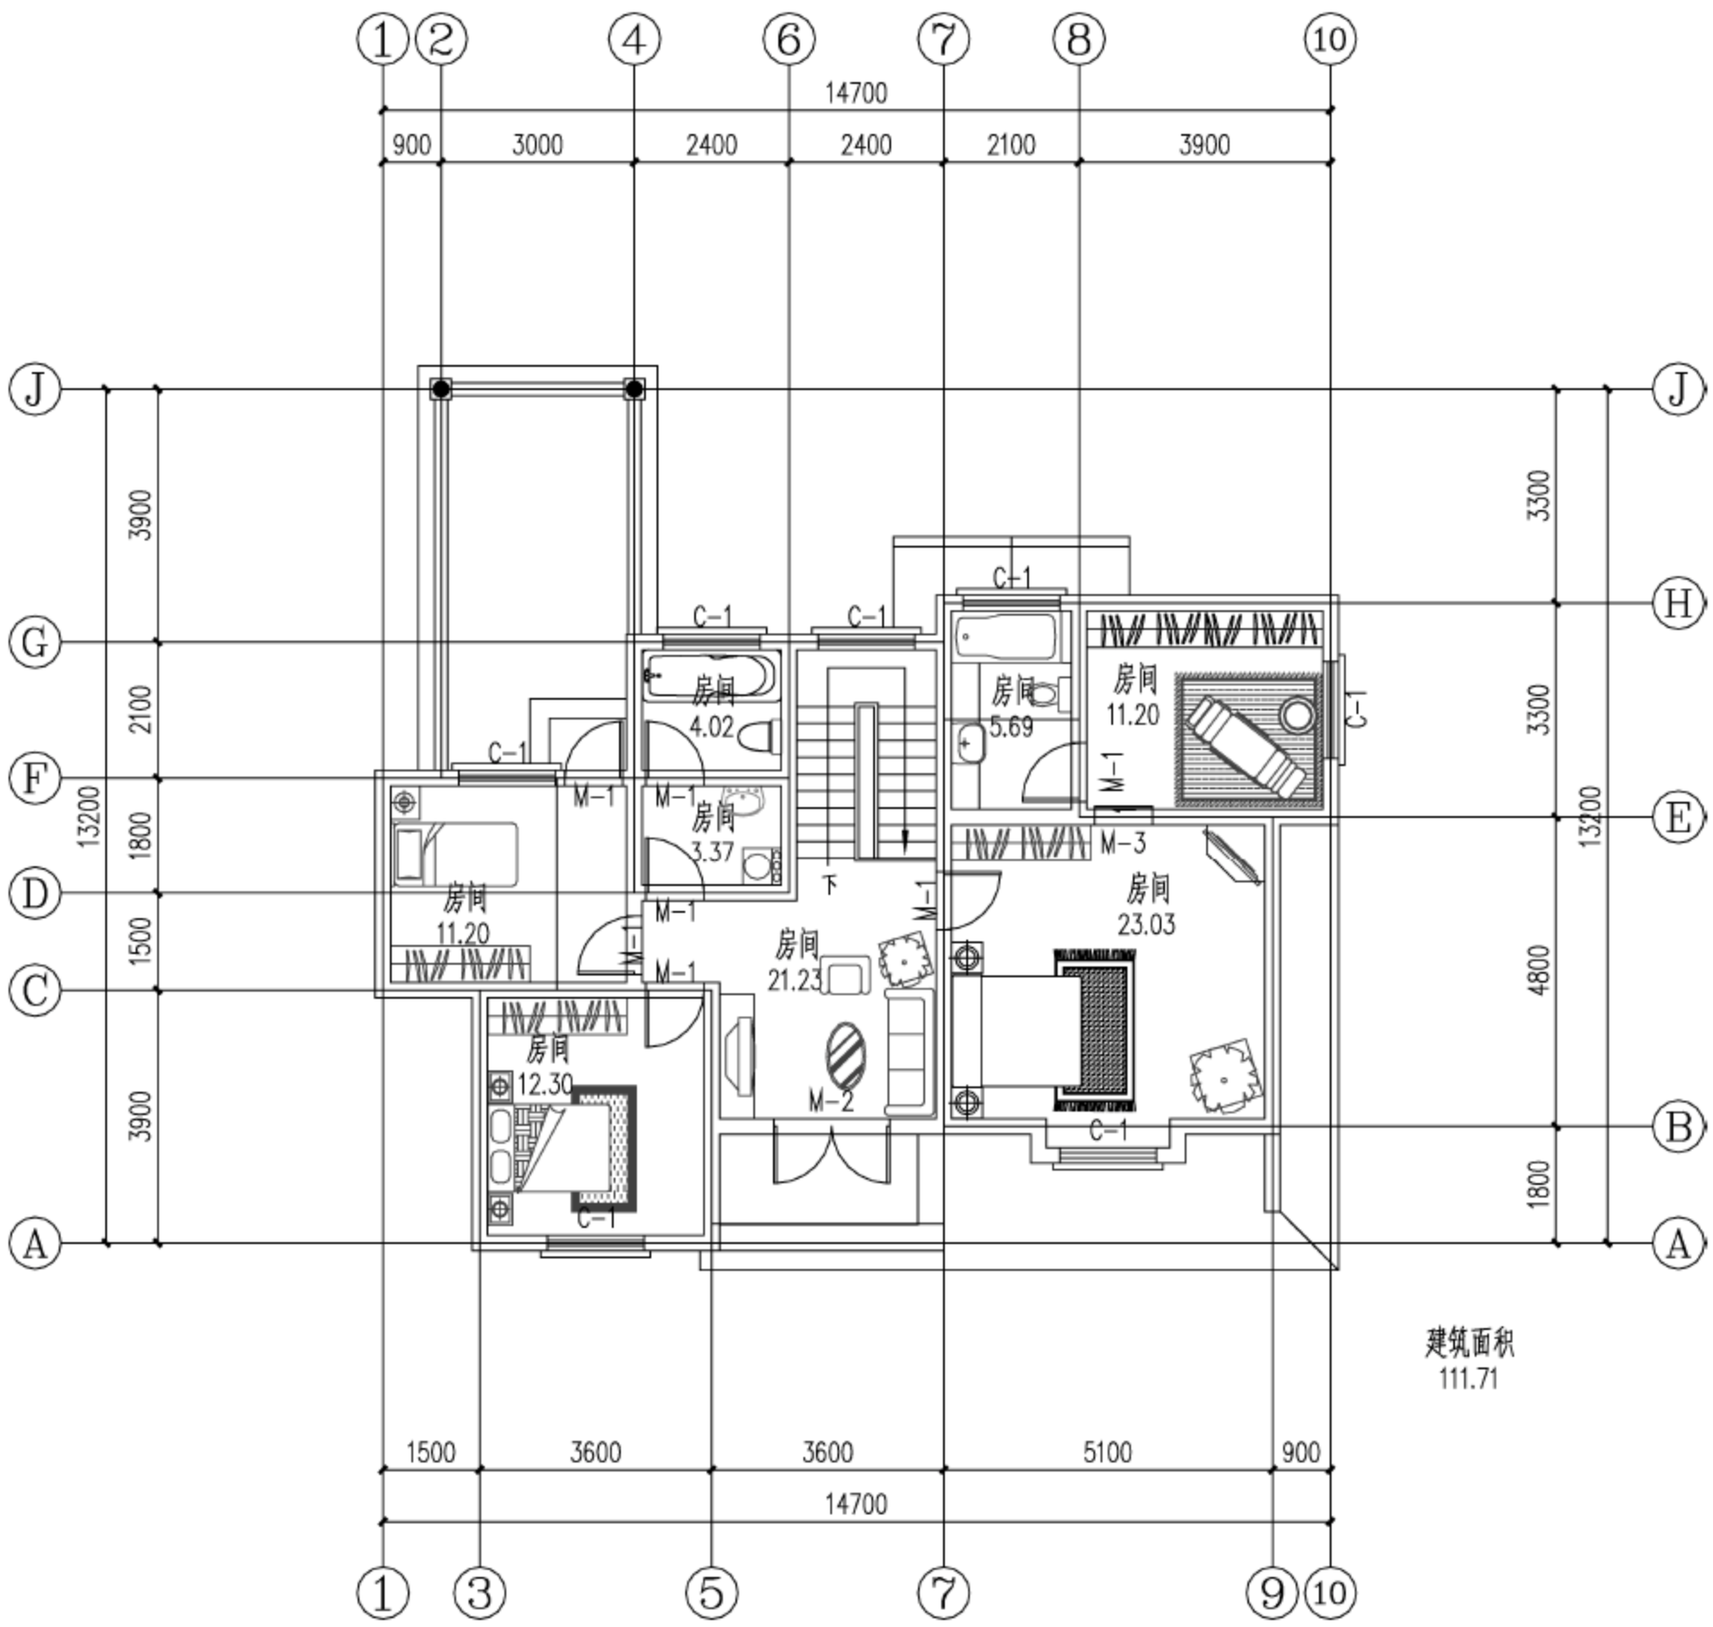

图 18-101　确定房间标注数据
(2) 单击绘图区域,根据命令行提示框选建筑物所有墙体,形成如图 18-101 所示的房间标注信息。